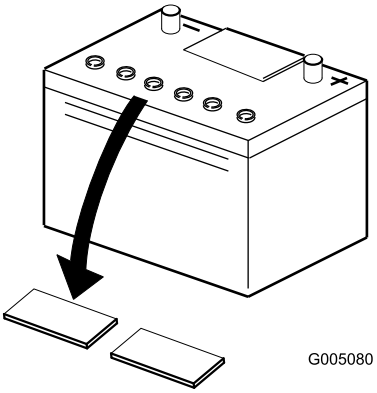

Figuur 6
2. Maak de bovenkant van de accu schoon en verwijder de vuldoppen (Figuur 6).